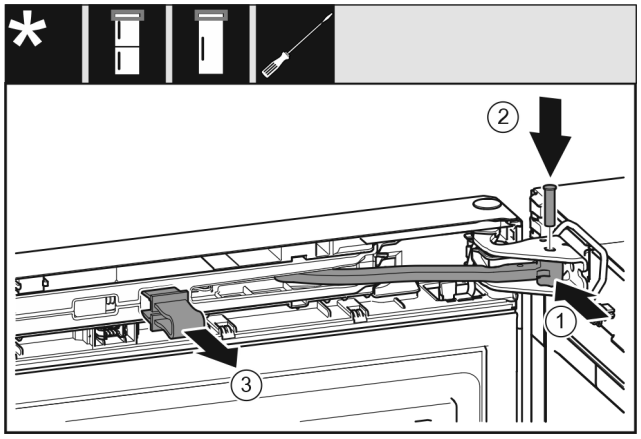

Fig. 42
- ▶ Pagrieziet šarnīru *Fig. 42 (1)* gultņa balstā.
- ▶ Ievietojiet tapu *Fig. 42 (2)* gultņa balstā un šarnīrā. Uzmaniet, lai fiksācijas izcilnis pareizi atrastos rievā.
- ▶ Noņemiet aizturi *Fig. 42 (3)*.